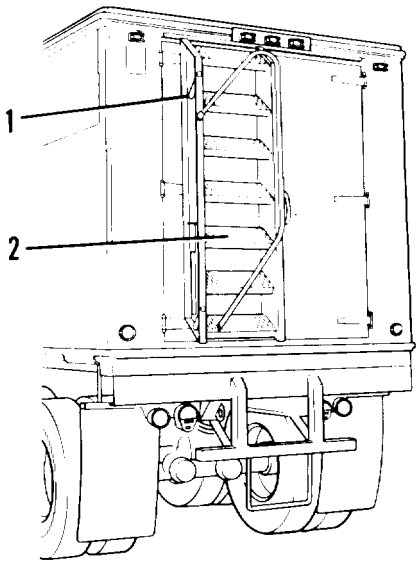

Figure 2-25. Removing ladder
(1) Remove pins (1, figure 2-25) from ladder (2). Remove ladder (2) from semitrailer.